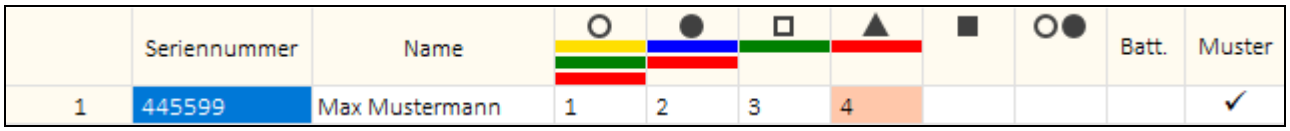

Abb. 9. Information über die zuletzt gedrückte Taste.
– hellorange (Abb. 9) – zuletzt gedrückte Taste. Das Feld wird bis zum Empfang einer Übertragung aus einem anderen Handsender hintergrundbeleuchtet.